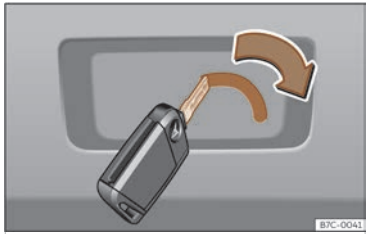

Fig. 58 Detalle del maletero: desbloqueo de emergencia.
• Introduzca el espadín de la llave en la ranura y desplace la llave en el sentido de la flecha hasta que la cerradura se desbloquee ››› **fig. 58**.